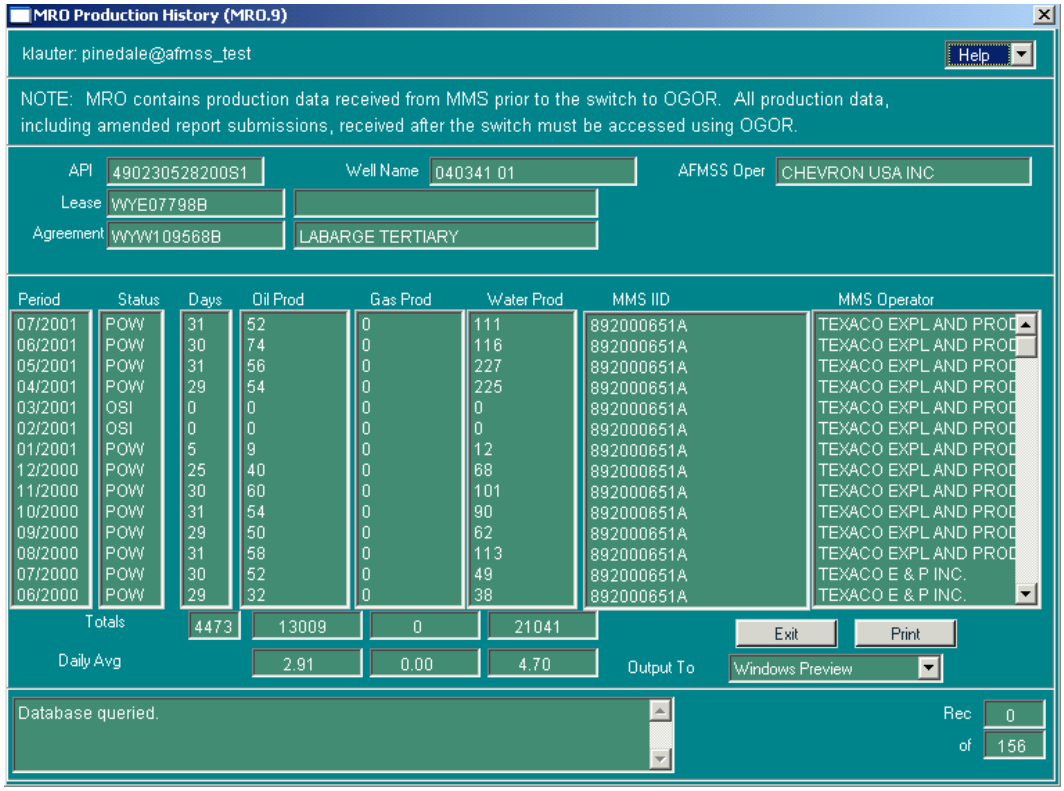

Figure 6-6: MRO Production History (MRO.9) Window
2. Click the **Well Production History** button to launch the *MRO Production History (MRO.9)* window (Figure 6-6). This screen shows a selected well's production history of oil, gas, and water for every reporting period.